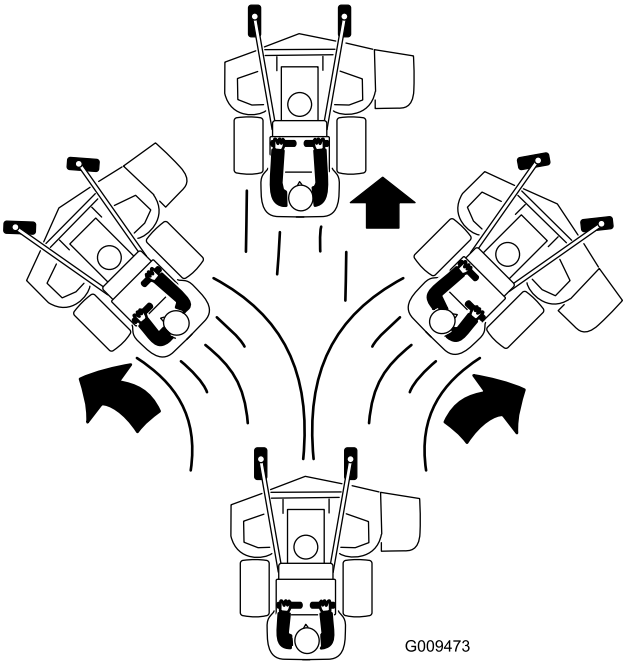

Figura 23
4. Empurre lentamente as alavancas de controlo de movimento para a frente (Figura 23).